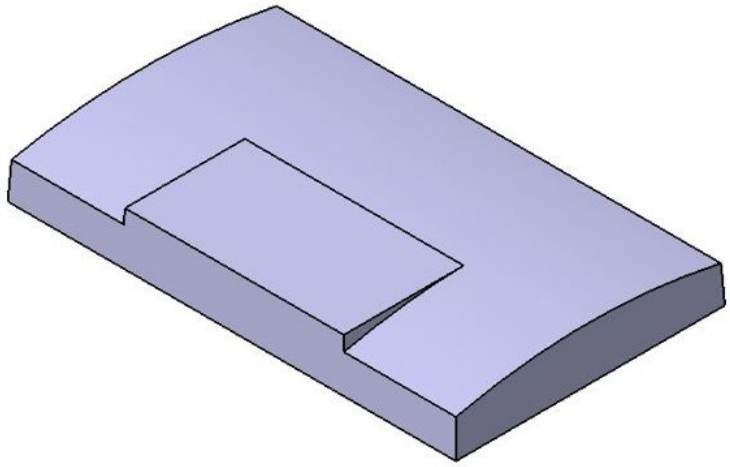

Figure 6-100 *The model after drafting all vertical faces*
c. Add the draft feature to all faces of the model except the upper and lower faces, refer to Figure 6-100.
4. Set the value in the **Angle** spinner to **3** and choose the **OK** button from the **Draft Definition** dialog box. The model after creating the draft feature is shown in Figure 6-100.